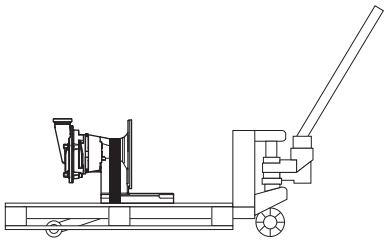

Fig. 69 Transport met transportwagen
► Controleren of de pomp op het pallet voldoende bevestigd is. Bijvoorbeeld met riemen *Fig. 69 „Transport met transportwagen", pagina 35*.